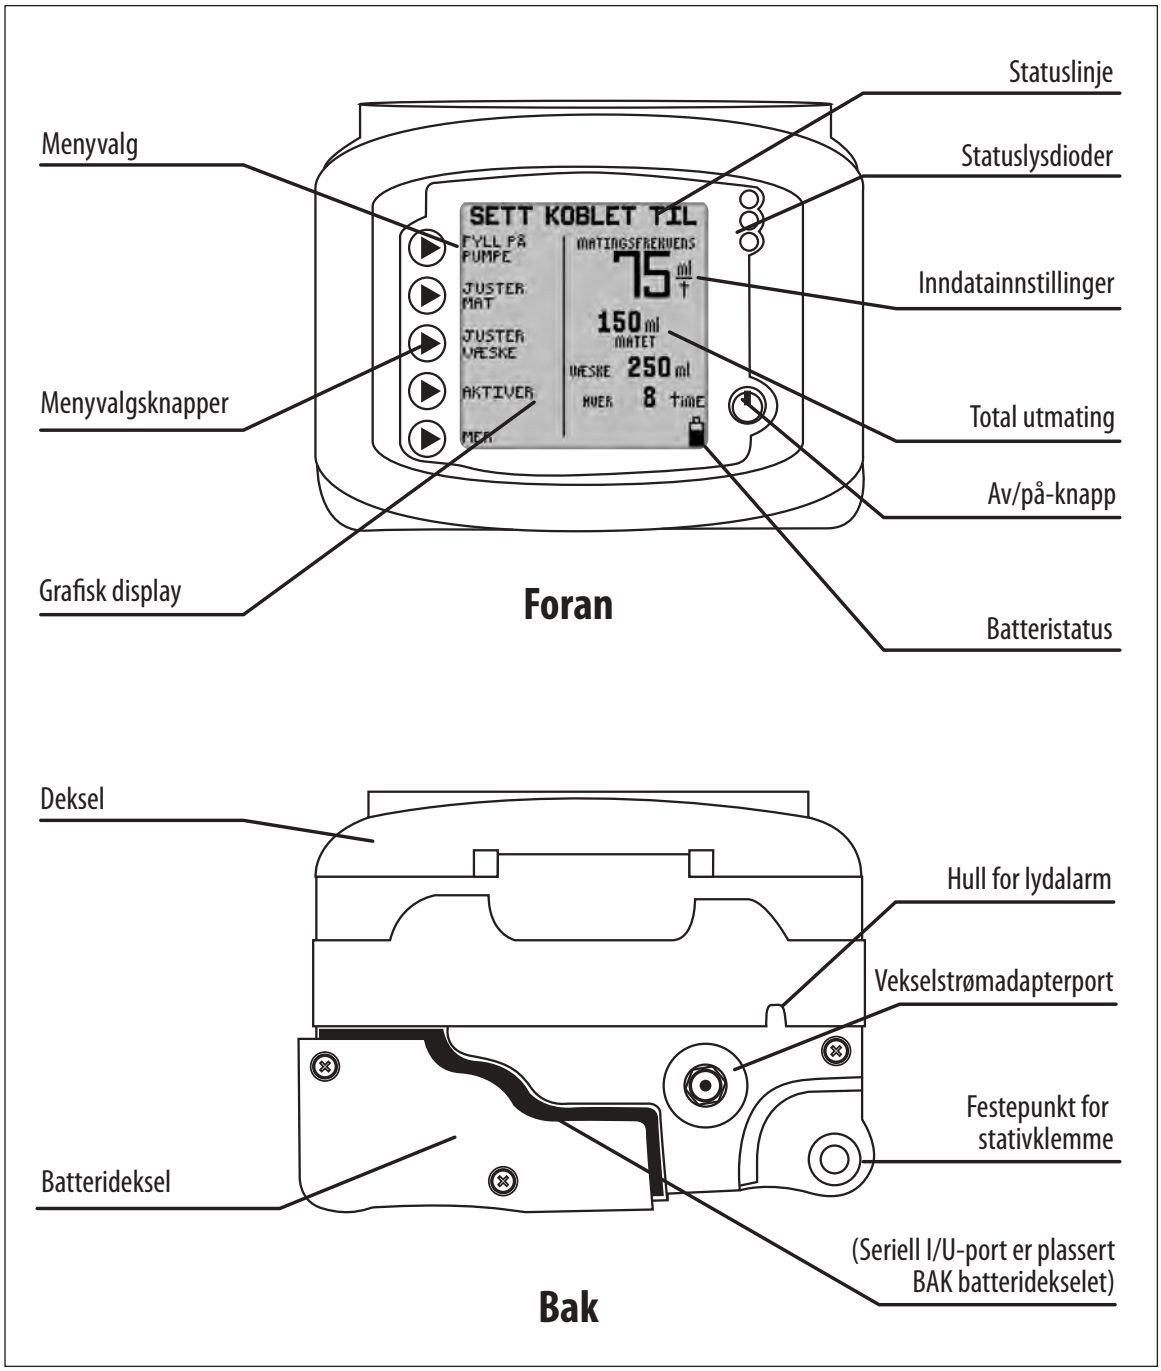

Figur 1A. Funksjoner for Kangaroo™ Joey enteral ernæringspumpe, sett forfra og bakfra.
13. **Advarsel:** Serieporten I/O (se figur 1A) er kun beregnet for bruk av produsenten eller opplærte serviceteknikere.
Plugg vekselstrømadapteren (delenr. 383491) i vekselstrømadapterporten på baksiden av pumpen. Se figur 1A for informasjon om hvor på pumpen du finner porten.